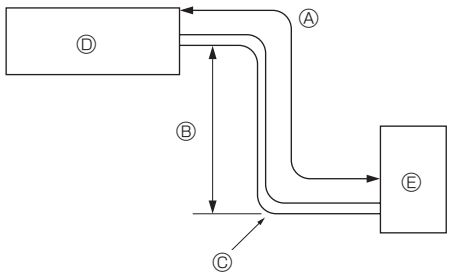

Fig. 2-1
2.1. Tubería de refrigerante (Fig. 2-1)